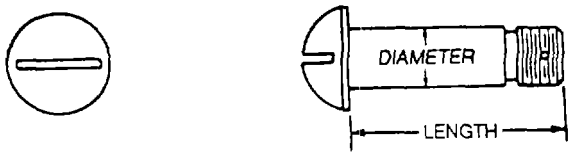

Figure 2-7. Clevis Bolt
k. *Clevis Bolts*. Clevis bolts, as shown in figure 2-7, are used in applications subject to shearing stress only. They are frequently used as mechanical pins in control systems. The head is round and slotted.